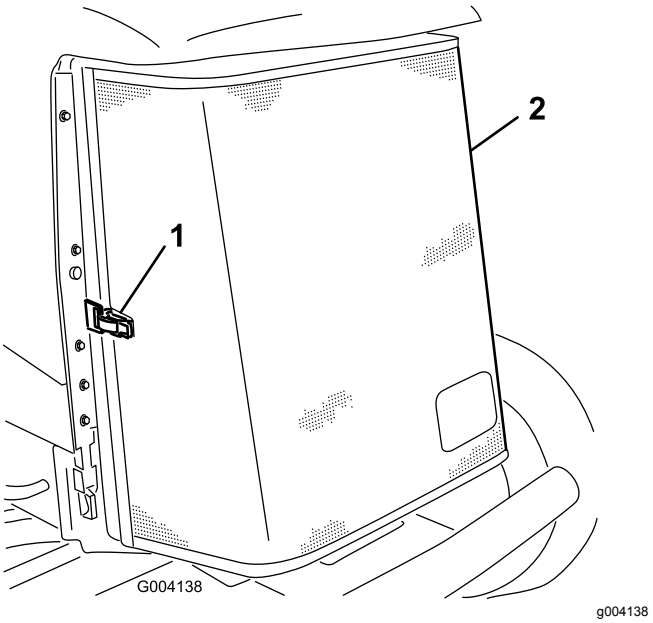

Figuur 59
3. Maak de sluiting los en draai het achterscherm open (Figuur 59).